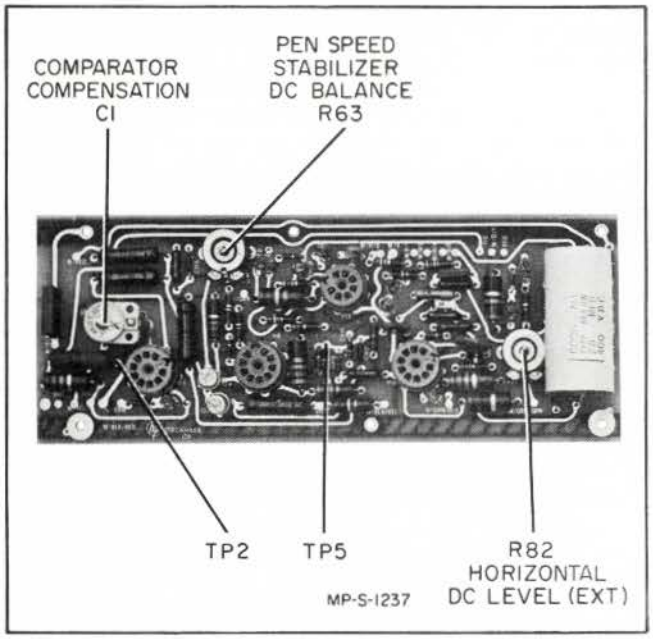

Figure 5-3. A2 Scan Generator Assembly, Location of Adjustments and Test Points
d. Connect the Test Oscilloscope through a compensated Probe to pin 3 of V5 (TP2, figure 5-3).
e. Adjust Comparator Compensation (C1, figure 5-3) for the best square wave as viewed on the test oscilloscope.
g. Adjust Horizontal Level (Ext) (R82, figure 5-3) so that the marker appears 2 mm after the start of the trace.
c. Connect the Voltmeter to pin 7 of V8 (TP5, figure 5-3).
d. Adjust Pen Speed Stabilizer DC Balance (R63, figure 5-3) for a maximum negative reading on the Voltmeter.